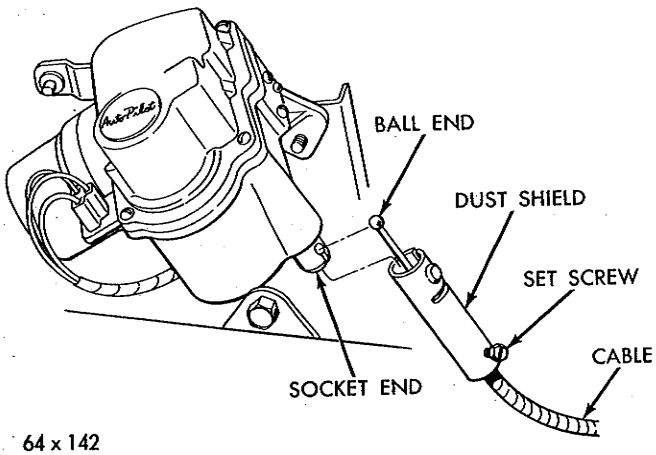

*Fig. 2—Auto Pilot Dust Shield*
(1) Loosen but do not remove set screw on dust shield. (This screw retains control cable in bottom of dust shield) (Fig.2).
(2) Rotate instrument panel control dial counterclockwise until it contacts internal stop.
(3) Push in lightly on control cable at dust shield. This will position control rod, to which inner cable attaches, against its upper stop.
(4) Make certain instrument panel control dial is still against its extreme counterclockwise stop.
(5) Tighten screw on dust shield securely.